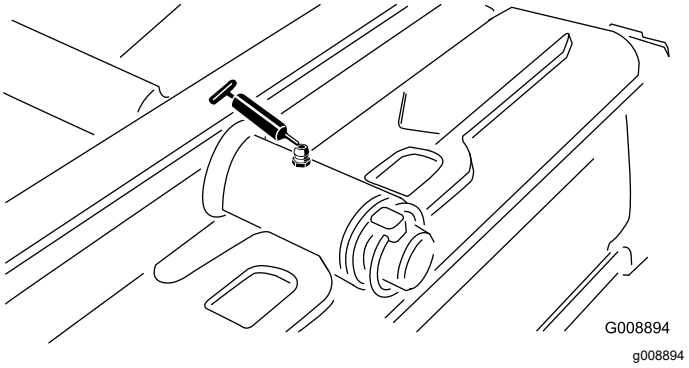

Figura 33
- Perno dell'apparato di taglio posteriore (Figura 33)